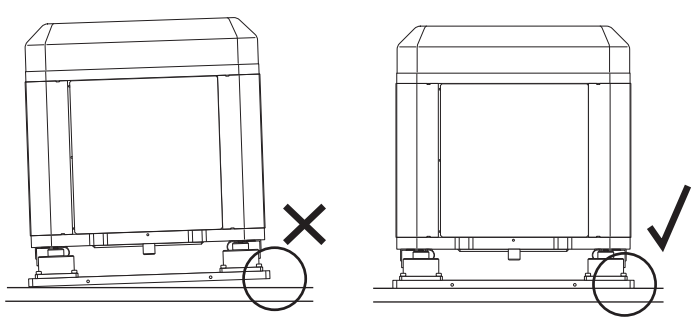

Fig.4
• **The stabilizer must be installed parallel to the boat's transverse axis** (Fig. 4).